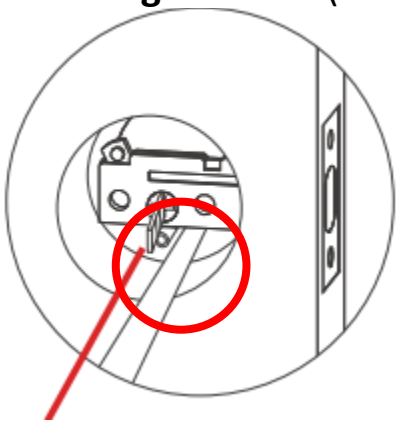
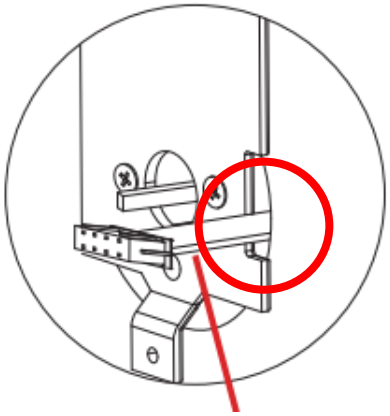

Figure C-3
Figure C-4
d. The cable from the outside escutcheon should **go under the bolt**, (see Figure C-3) and should go through the slot at the **right side of the mounting bracket.** (see **Figure C-4**)